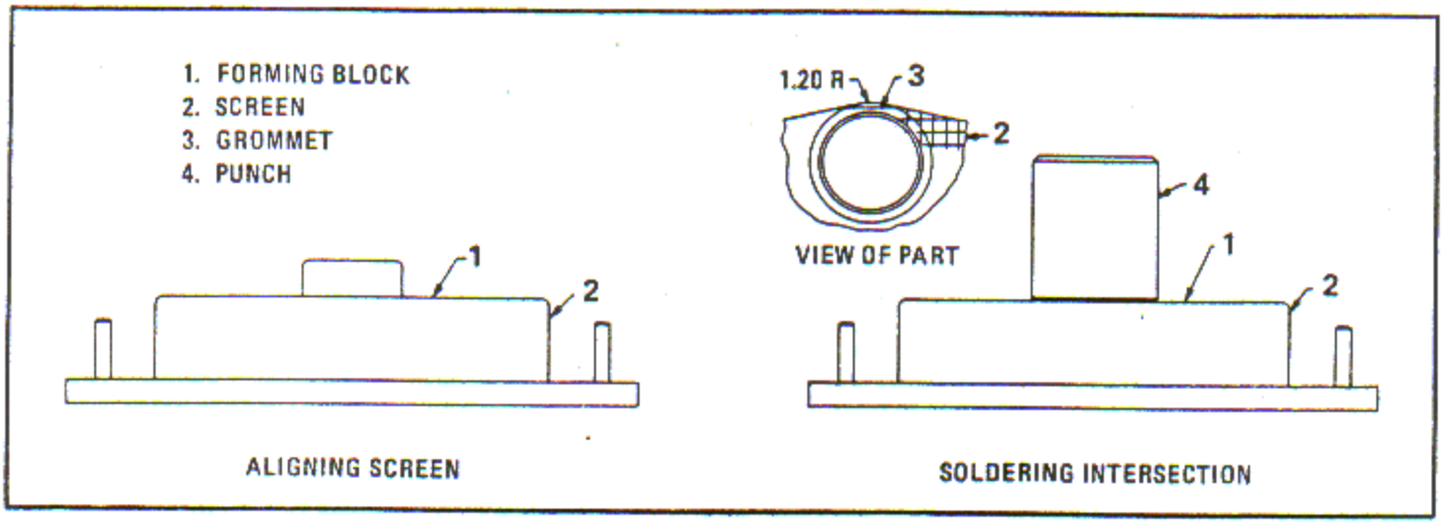

Figure 6-198. Aligning Carburetor Air Inlet Screen and Soldering Intersection
a. Check screen alignment by placing the screen (2, figure 6-198) on forming block (1) as shown, exercising care not to bend the screen wires excessively.
a. Assemble the grommet (3, figure 6-198) with the flat edge inside the screen (2) at the 1.200 inch radius screen corner as shown.
c. Place the screen (2) on forming block (1) and place together in a suitable arbor press. With female die punch (4), swage the grommet (3) onto the screen.